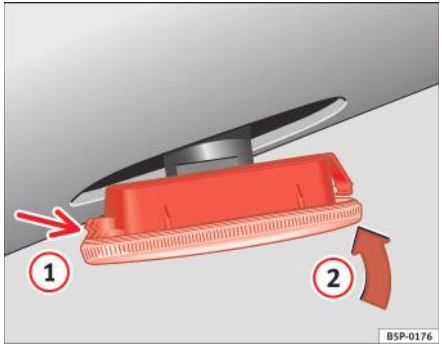

Fig. 146 Lămpile laterale de semnalizarea schimbării direcției
– Mai întâi introduceți lampa de semnalizare a schimbării direcției în deschizătura din caroseria automobilului, fixând-o cu clemele (1) ⇒ fig. 146, apoi presați becul în sensul săgeții (2) ⇒ fig. 146. ■